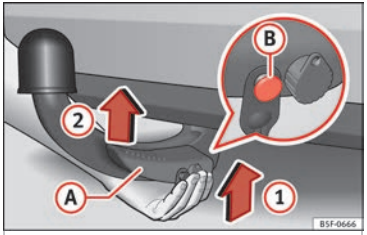

Fig. 182 Fitting the detachable ball / Release bolt in the deployed position.
- Grip the detachable ball **from below** ››› **Fig. 182** and insert it into the hook housing following the direction of arrow (1) until it engages audibly ››› ⚠.